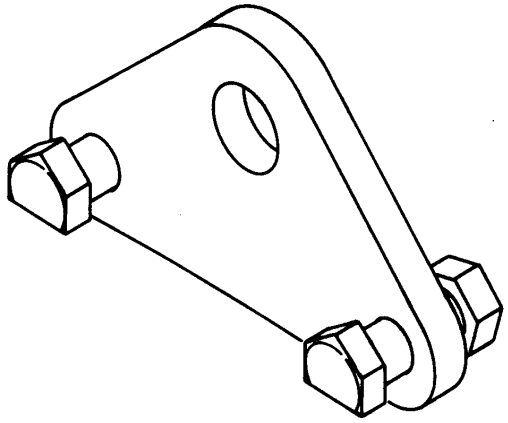

Figure 5. 23032996 Turbine Lifting Bracket
q. Install 23032996 turbine lifting bracket (figure 5).